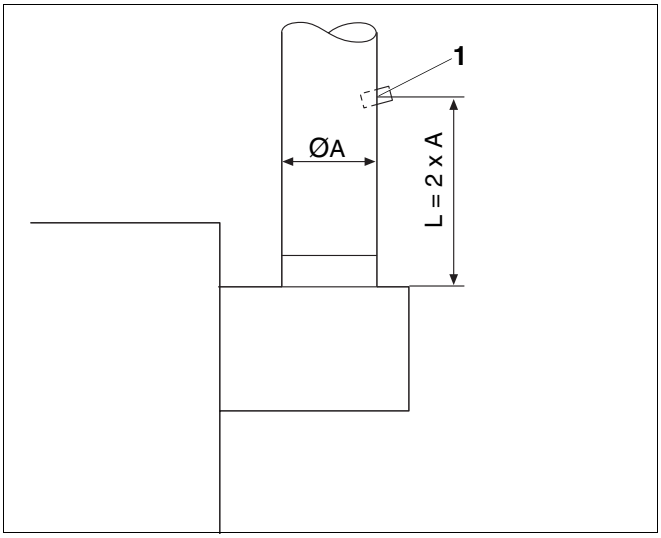

Rys. 31 Punkt pomiarowy w rurze odprowadzającej spaliny
- W rurze odprowadzającej spaliny wywiercić otwór po stronie przeciwnej w stosunku do kotła (rys. 31, **poz. 1**).
- Wszystkie pomiary należy wykonać w punkcie pomiarowym w rurze odprowadzającej spaliny (rys. 31, **poz. 1**).